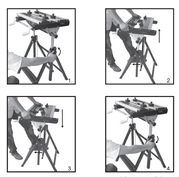

Abb. 4 - Anziehen
d. Drehen Sie die Höhenfixierungsknöpfe an jedem Bein im Uhrzeigersinn, um sie festzuziehen (Abb. 4).